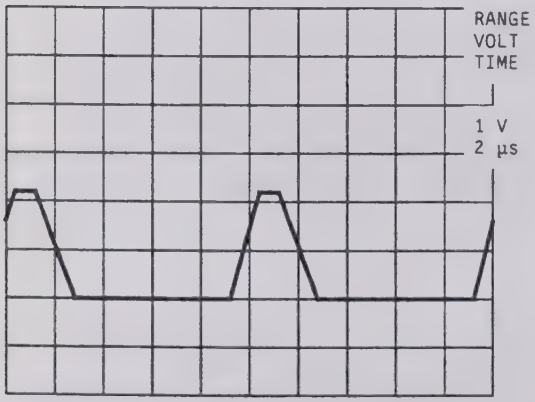

Bild 5-3 Spannung an P19
- Signal an P19: siehe Bild 5-3